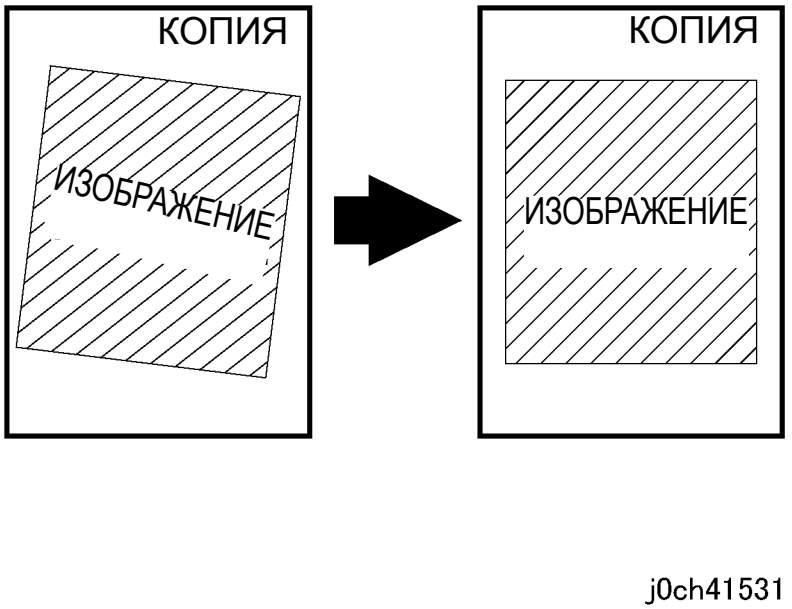

Рисунок 2 Регулировка положения DADF/ADF-2 (j0ch41531)
- DADF/ADF был смещен в направлении A (рисунок 2).